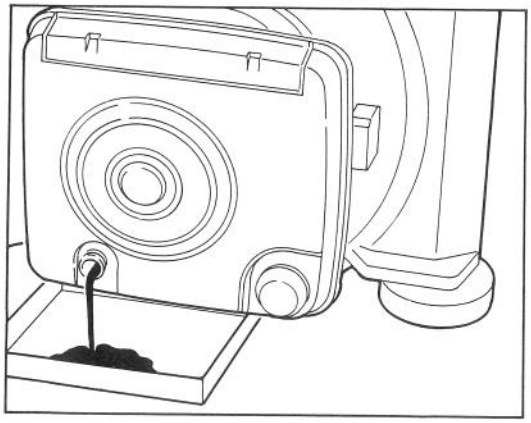

Figure 15
3. Remove dipstick. Tip mower on its right side and empty all oil into drain pan (Fig. 15). Tip mower down and up a few times to ensure oil drains completely.